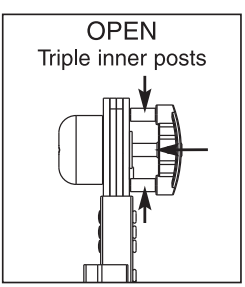

Figure 2
2) In the open position (See Figure 2) the ladder angle can be adjusted.
Note: The open position can be verified by the exposed triple inner posts on the push knob (See Figure 2).